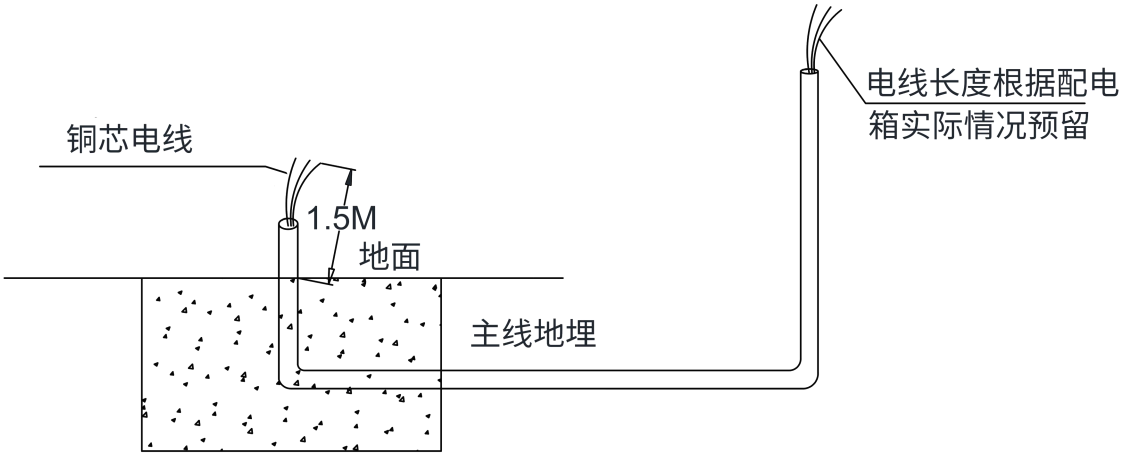

图 3
3、在预埋线管内穿入一组 6mm²铜芯线，设备端从地面穿出预留 1.5 米的线缆接入充电桩,线的另一端布线到配电箱预留合适长度。(注:布线时要有三条线,分别为红色火线、蓝色零线、黄绿色地线)，如图 3。